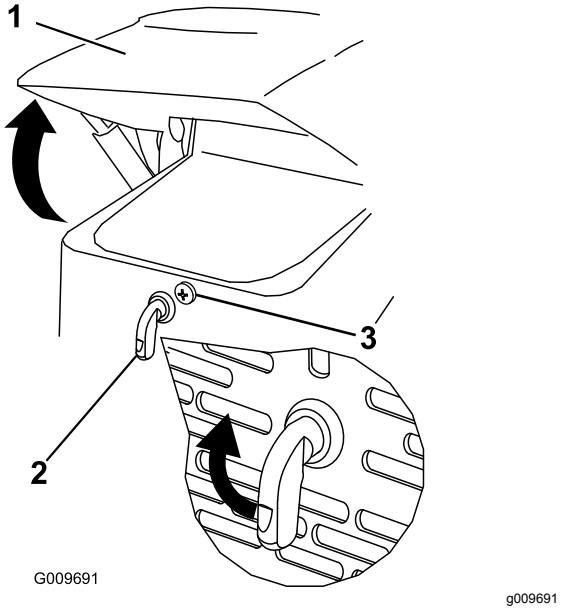

Figur 24
1. Lossa motorhuvens låsskruv (Figur 24)
2. Vrid motorhuvsspärren medurs (Figur 24).
3. Sväng upp huven (Figur 24).
3. Dra åt motorhuvens låsskruv och fäst spärren (Figur 24).